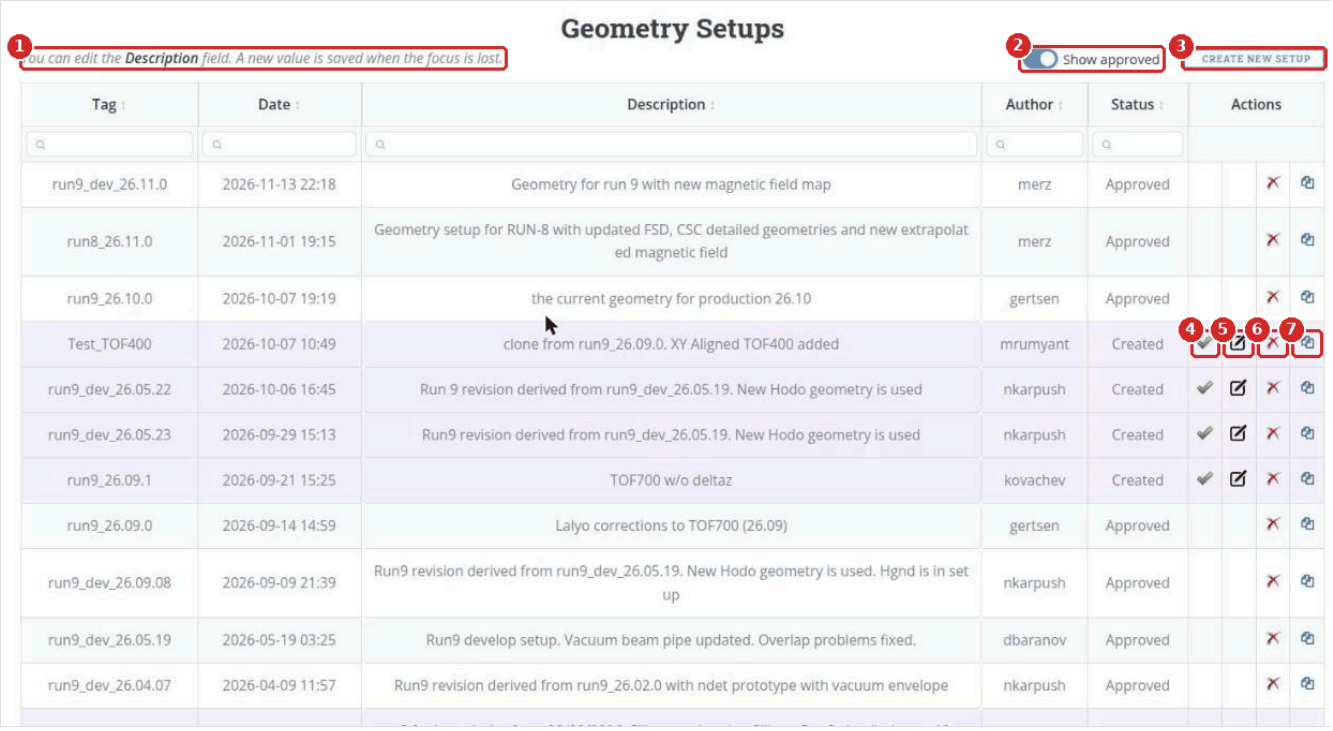
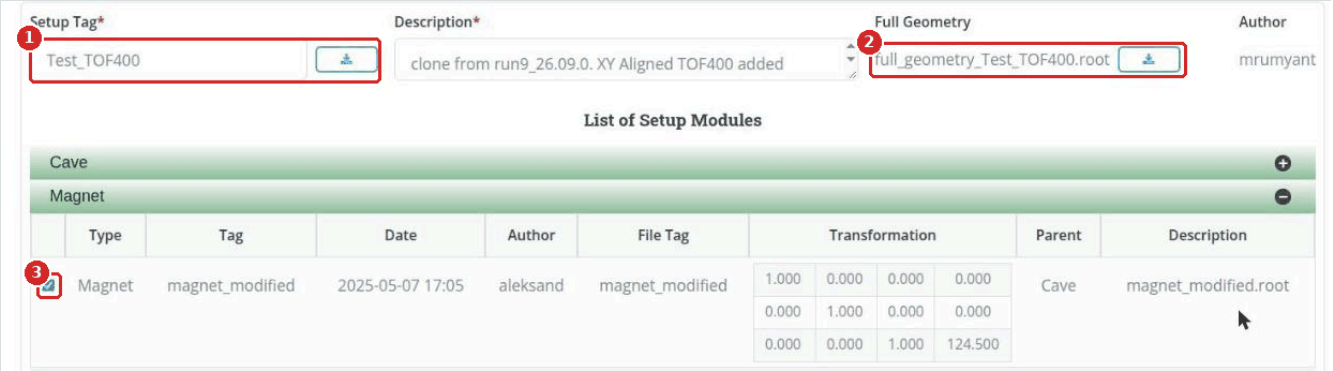

Figure 26. EDIT SETUP: (1) editable descriptions, (2) Show approved, (3) CREATE NEW SETUP, (4) Approve, (5) Modify, (6) Delete, (7) Make a copy
Figure 30. The Modify form: (1) Setup Tag with its download button, (2) full geometry file, (3) a setup module included in the setup
The **Geometry Setups** page lists the complete setups with an icon for each action (Figure 26). **Show approved** (2) adds the approved setups to the list. Every developer can create setups and change them until they are approved; only lead developers approve and delete setups.
There are two ways to start: from an empty form, with **CREATE NEW SETUP** (3 in Figure 26), or from a copy of an existing setup, with **Make a copy** (7). Copying is usually quicker if most of the setup stays the same.
From a copy: click **Make a copy** (7 in Figure 26) in the row of the setup you start from and confirm "Are you sure you want to copy this setup to configure a new one?". The form opens with the mark *!Mode: Create a new setup from existing* (1 in Figure 29), filled in from that setup. Then:
Click **Modify** (5 in Figure 26). The same form opens with the ticked setup modules (3 in Figure 30), the field and the materials of the setup. It also shows the setup's full geometry file, `full_geometry_<tag>.root`, with a download button (2), and the author. Change what you need and click
1. On **EDIT SETUP**, click **Approve** (4 in Figure 26) in the setup's row.
Only lead developers delete setups, and only setups that are not approved yet (status `Created`) can be deleted; approved setups cannot be deleted. To delete a `Created` setup, click **Delete** (6 in Figure 26) in its row. The dialog warns that "Delete removes the setup and its geometry file permanently"; there is no archive option for setups.